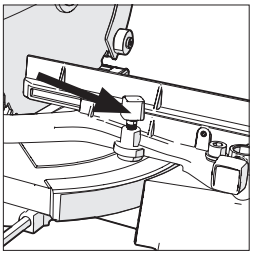

Fig. 20
- Loosen the mitre locking screw **(Fig. 20)** by turning it anti-clockwise.